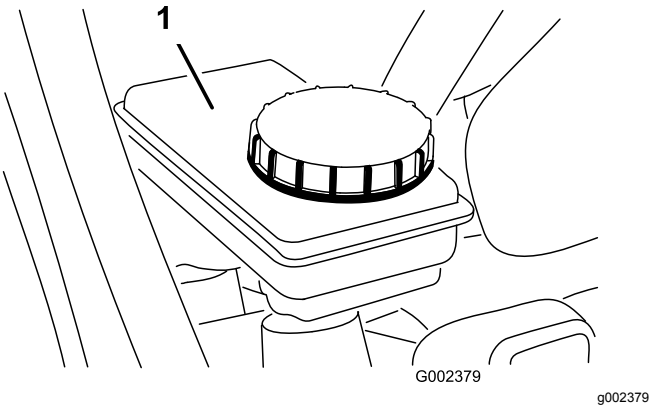

Bild 57
5. Der Flüssigkeitsstand sollte bis zur Voll-Markierung am Behälter reichen (Bild 57).
6. Wenn der Flüssigkeitsstand niedrig ist, reinigen Sie den Bereich um den Deckel, nehmen Sie den Behälterdeckel ab und füllen Sie den Behälter mit der angegebenen Bremsflüssigkeit auf den richtigen Stand auf (Bild 57).